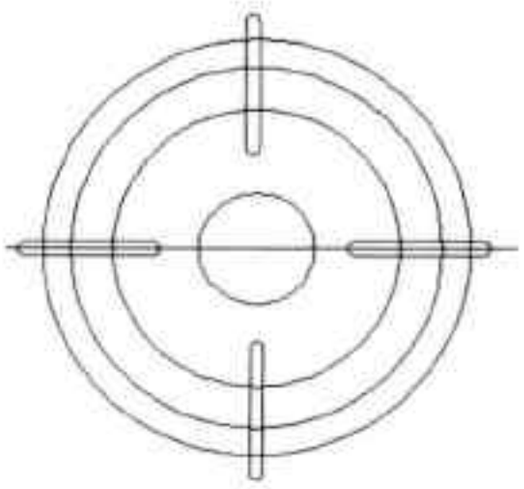

图6-84 旋转复制圆角矩形
Step11 同样执行“旋转”命令，将刚绘制的两个圆角矩形以圆心点为旋转基点进行 180° 旋转复制操作，结果如图 6-84 所示。